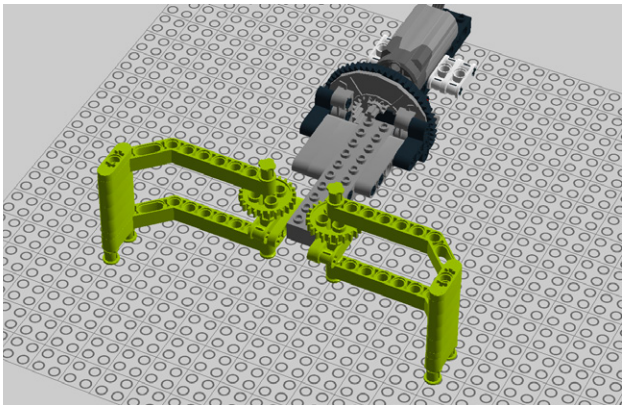

Figure 7-95. *Step 88: Adding the claws*
88. Add a claw to each side as shown in Figure 7-95.